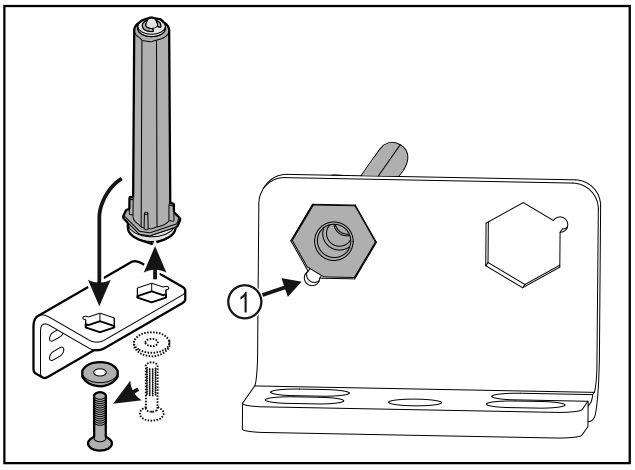

Fig. 24
▶ Aveți în vedere ca la introducere, teșitura bolțului *Fig. 24 (1)* să fie orientată spre orificiul rotund.